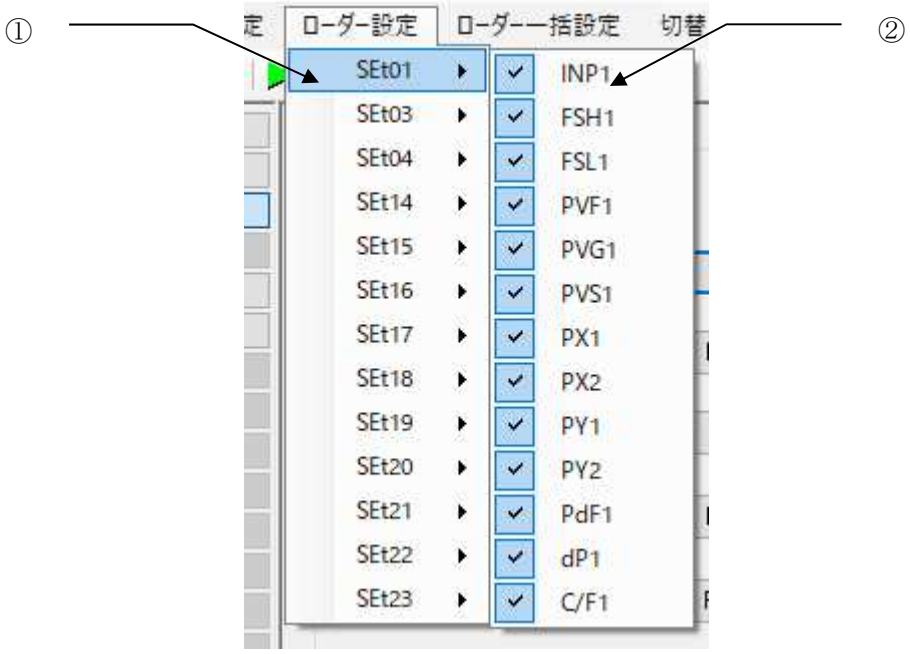

図 5-12　ローダー設定メニュー
【図 5-12】の①を押下すると、各 SEt 画面が表示されます。②のチェックの変更で、設定項目の表示を操作することができます。